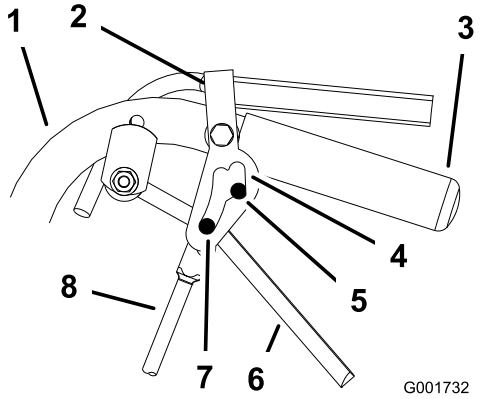

Figuur 38
5. Schakel de vergrendelde neutraalstand in en uit en controleer of de band niet draait (Figuur 38). Blijf dit proces herhalen totdat de band niet meer draait.